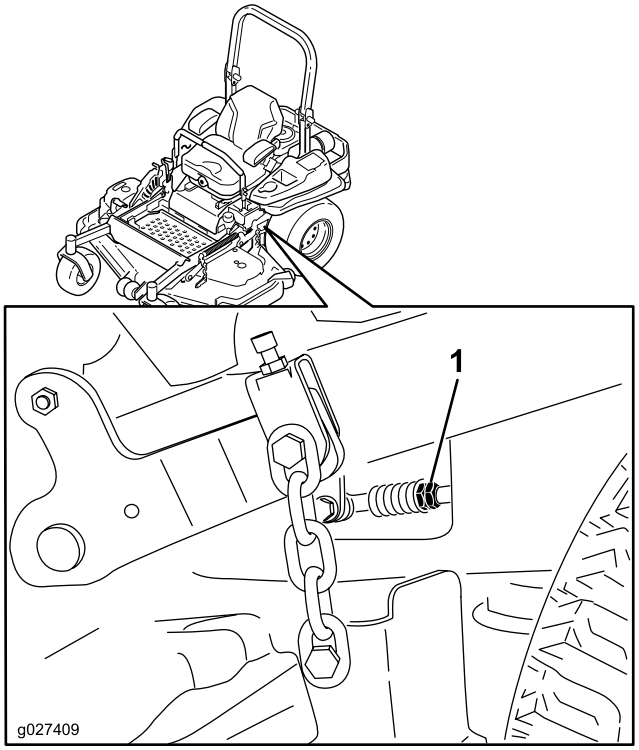

Figur 96
10. Juster lengden på pumpestangen ved å vri på de doble mutrene på stangen i den aktuelle retningen til hjulene kryper noe i revers (Figur 96).